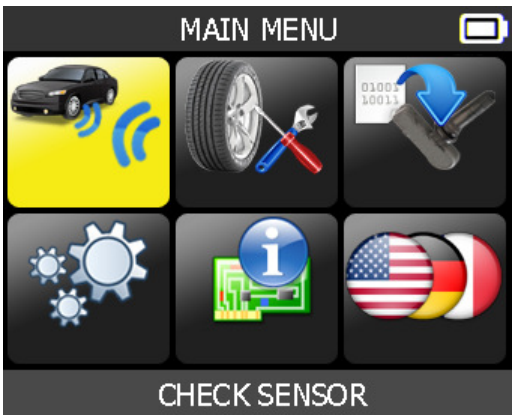

Fig. 4
- The **MAIN MENU** will then be displayed as Fig. 4.